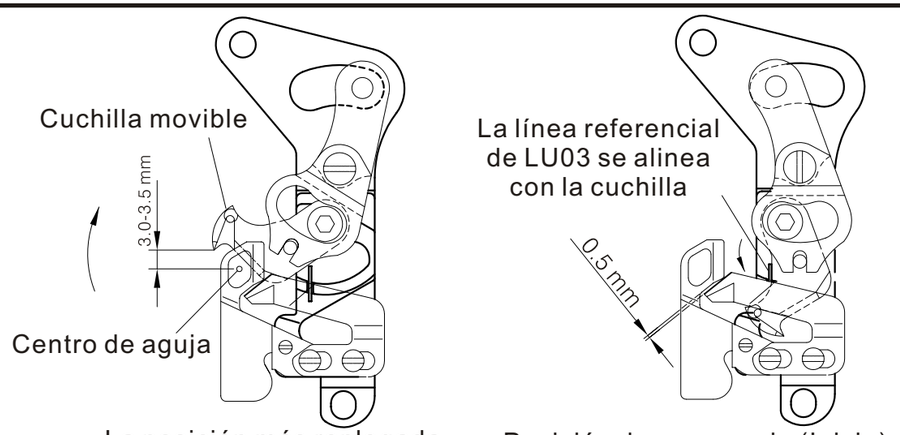

Fig. 24
1. La posición correcta de la cuchilla movible (Fig. 24)